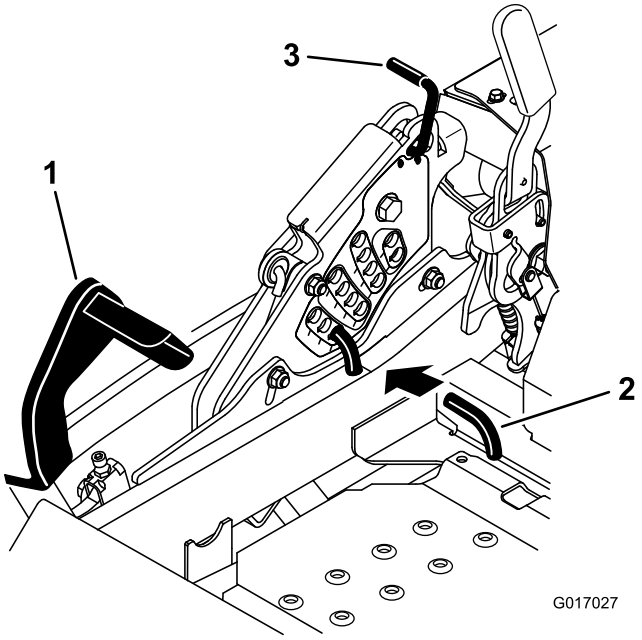

**Figuur 27**
2. Druk het voetpedaal in met uw voet en breng het maaidek omhoog tot de transportstand (de maaihoogtestand van 140 mm) (Figuur 27).
3. Om dit aan te passen, draait u de pen 90 graden en verwijdert u de pen uit de maaihoogtebeugel (Figuur 27).
4. Kies de opening in de maaihoogtebeugel die overeenkomt met de gewenste maaihoogtestand, en steek daarin de pen (Figuur 27).